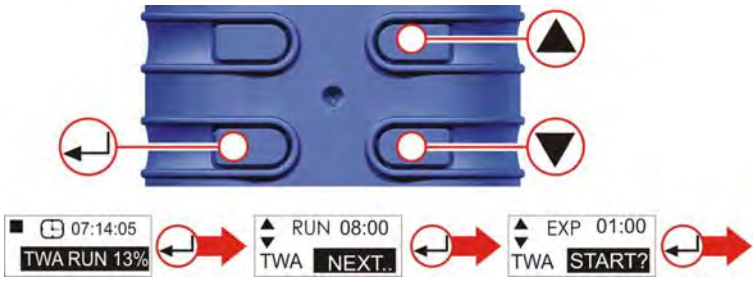

Figure 8 Time Weighted Average
E.TIME WEIGHTED AVERAGE (TWA) PRO ONLY (Fig. 8) (Only activated when advanced mode is selected-see configuration chapter)